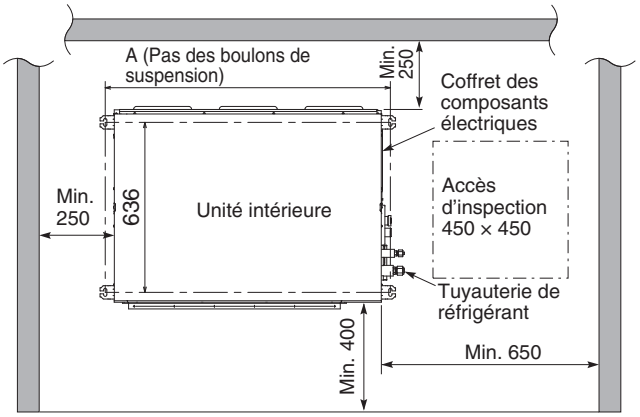

Fig. 3-1
- L'espace minimum pour l'installation et l'entretien est indiqué en Fig. 3-1 et au Tableau 3-1.
(1) Lors de la mise en place de l'unité dans le plafond, déterminer le pas des boulons de suspension en se reportant aux données de dimensions (Fig. 3-1 et Table 3-2).